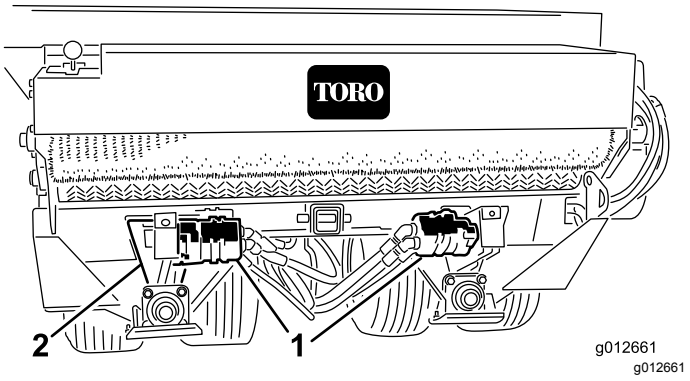

**Figur 17**
2. Løsn bræddeboltene og møtrikkerne, der fastgør hydraulikmotoren/-pumpen til akselholderen (Figur 17).
3. Drej motorens kædehjul (Figur 17), indtil hjuldrivkæden afbøjer 3,2 mm.